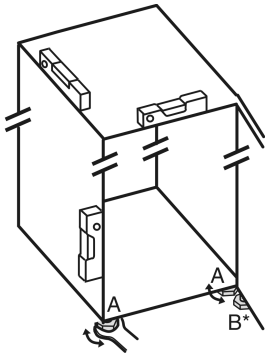

Fig. 36
▶ Seřizovací nožky *Fig. 36 (A)* vyšroubujte pomocí přiloženého vidlicového klíče a pomocí vodováhy, dokud nebude spotřebič pevně vyrovnaný.
▶ Seřizovací nožku *Fig. 36 (B)* na stojanu ložiska vytáčejte pomocí přiloženého vidlicového klíče, až dosedne na zem.
▶ Seřizovací nožku *Fig. 36 (B)* otáčejte dál o 90°.